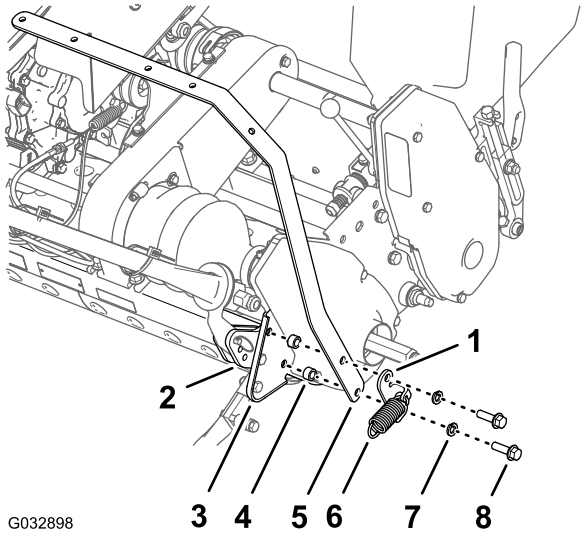

Рисунок 5
7. Установите кронштейн пружинодержателя, правую планку штанги освещения, две проставки и правую пластину на наружную накладку задней рамы (Рисунок 5) при помощи двух болтов с фланцевыми головками (3/8 x 1-1/4 дюйма) и двух стопорных шайб (3/8 дюйма), снятых при выполнении пункта 6.